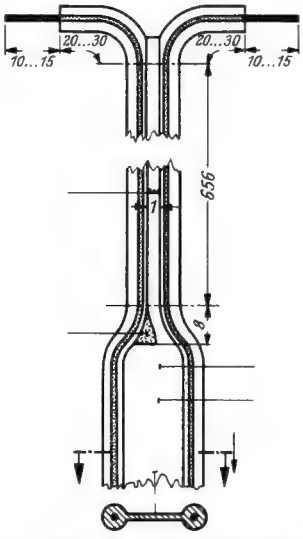

*Bild 2. λ/4-Transformationsleitung*
*Bild 1. UKW-Rundempfangsantenne mit Kreuzdipol; A = Faltdipol 1, B = Haltekreuz, C = Faltdipol 2, D = Kabelhalter, E = Haltefuß, F = Verbindung aus 240-Ω-Flachbandkabel, 656 mm lang, G = Standrohr (verzinktes Wasserrohr), H = Ableitung aus 240-Ω-Flachbandkabel, I = Anpaßleitung nach Bild 2, K = Winkel*
Der Kennwiderstand dieser UKW-Rundempfangsantenne beträgt etwa 150 Ω. Bei Verwendung von 240-Ω-Antennenkabel muß zwischen Antenne und Ableitung ein Zwischenstück nach *Bild 2* mit 190 Ω Kennwiderstand eingeschaltet werden, das eine Länge von 73 cm besitzt. Man stellt es am besten aus normalem 240-Ω-Flachbandkabel her, bei dem man den Steg bis auf 1 mm Breite herausschneidet, die Rundisolation aber noch an den beiden Adern beläßt. Die beiden Adern werden parallel gelegt und mit Alleskleber auf eine Länge von 73 cm miteinander verklebt.